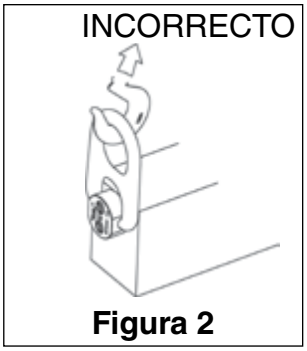
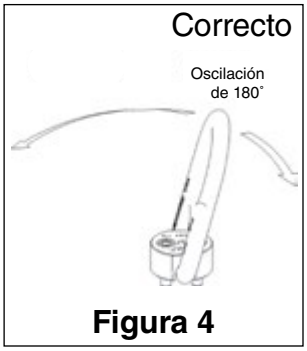

Figura 2
Figura 4
- Aplique una carga parcial y verifique que el cáncamo gire correctamente. Asegúrese de que la carga se alinee en la dirección del giro (Figura 4). No debe haber interferencias entre la carga (pieza a izar) y el aro del cáncamo (Figura 2).
- Asegúrese de que el aro gire libremente. El aro debe oscilar 180 grados (Figura 4).